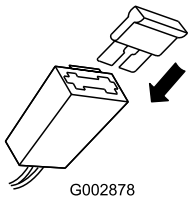

Figuur 28
2. Plaats de zekering in de zekeringhouder zoals wordt getoond (Figuur 28).